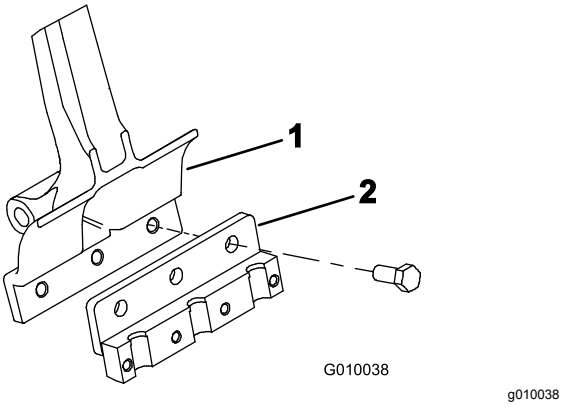

Figur 23
3. Montera en luftarpinnshållare på varje luftarpinnsarm med tre bultar (1/2 x 1–1/4 tum) (Figur 23). Dra åt bultarna till 101,6 N·m.